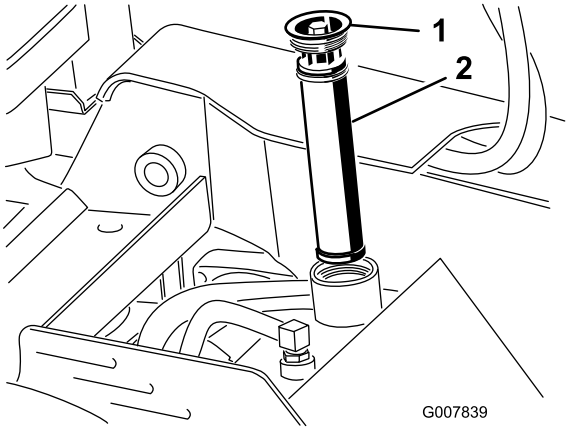

Figur 58
5. Ta bort och släng det gamla filtret (Figur 58).
6. Montera det nya hydraulfiltret och påfyllningslocket (Figur 58) och dra åt bulten på toppen till 13–15,5 Nm.
6. Ta bort hydraultanklocket och filtret (Figur 58).
12. Montera hydraulfiltret och påfyllningslocket (Figur 58) och dra åt bulten på toppen till 13–15,5 Nm.